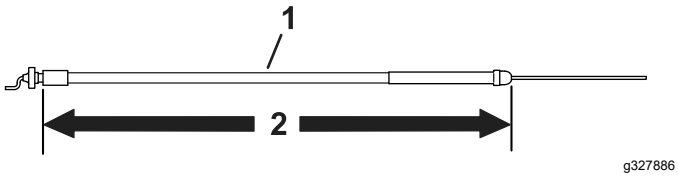

Figura 6
- Utilize o cabo do acelerador que tenha 172,2 cm de comprimento para uma unidade de tração modelo 04056; consulte a Figura 6.